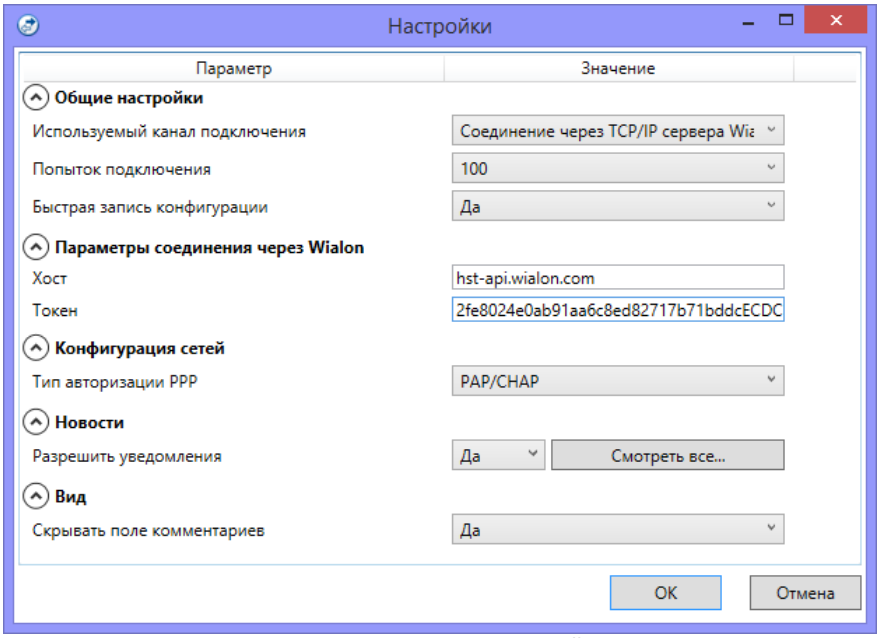

Рисунок 4.13 — Окно *Настройки*
2) В раскрывающемся списке *Используемый канал подключения* вариант *Соединение через TCP/IP сервера Wialon* и укажите количество попыток подключения (см. рисунок 4.13).